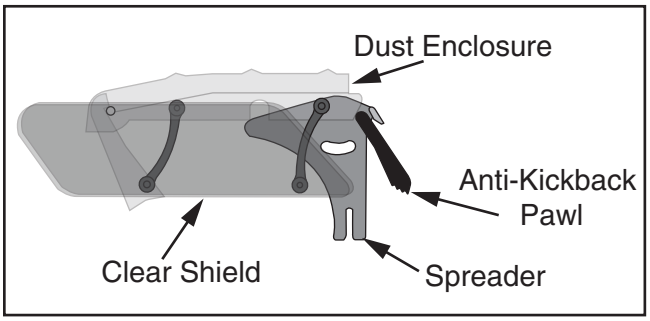

Figure 50. Blade guard assembly components.
7. Re-install table insert (see **Page 74**) and blade guard (see **Figure 50**) or riving knife (see **Page 38**).
The term "blade guard" refers to the assembly that consists of the clear polycarbonate shield and dust enclosure, the spreader, and the anti-kickback pawls on each side of the spreader (see **Figure 50**). Each of these components have important safety functions during the operation of the saw.